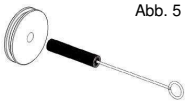

Abb. 6
- Reinigen Sie die Bohrung der Luftdüsenscheibe mit der kleinsten Bürste (Abb. 6).